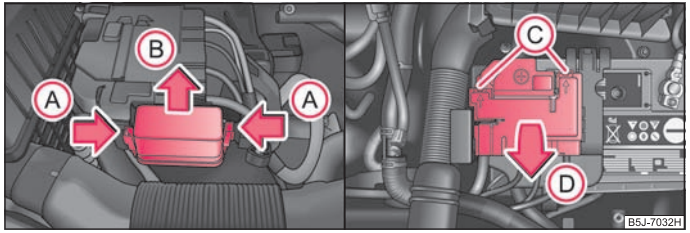

Fig. 163 Batería: tapa de seguridad
- Presionar al mismo tiempo los enclavamientos de la caja de fusibles en la dirección de la flecha Ⓐ ⇒ fig. 163, retire la cubierta sentido de la flecha Ⓑ.